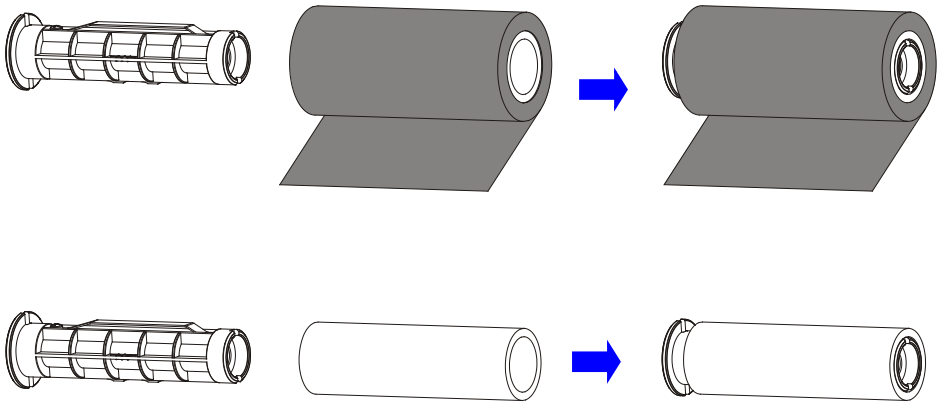

Figure 2-11 Place Ribbon Roll and Spare Core on Ribbon Spindles
4. Slide the ribbon roll onto one of the Ribbon Spindles and place the spare core onto the other spindle, see Figure 2-11. Make sure that the ribbon roll and the spare core are center aligned on the Ribbon Spindles.